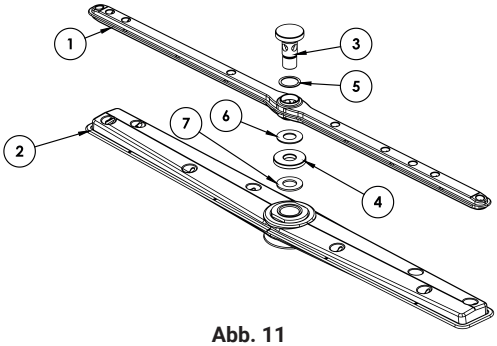

Abb. 11
- Entfernen Sie die Wasch Arme (Abb. 11) (unten und oben 1 und 2) durch Lösen der Schraube (3) und reinigen unter dem aktuellen Wasser